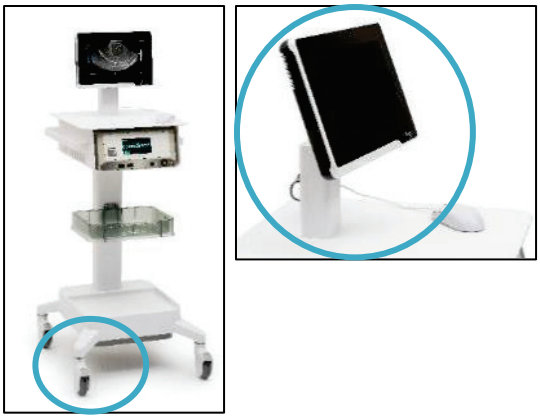

Figure 2-11. System Cart an adjustable mount for the SMART Tablet, and lockable wheels.
- Lockable wheels, see Figure 2-11.